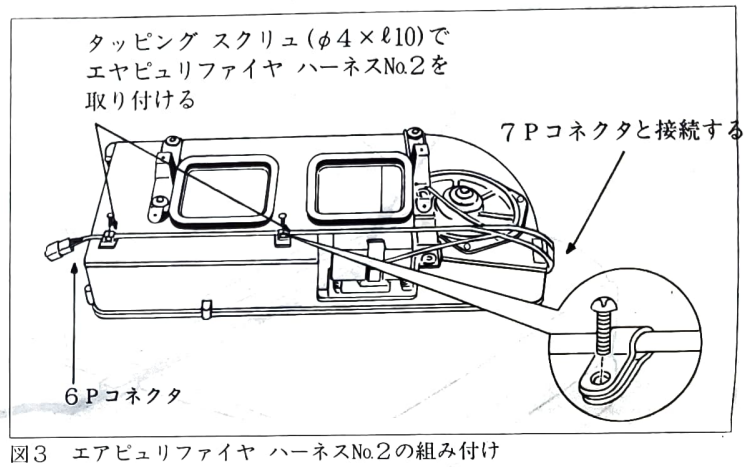

図3 エアピュリファイヤ ハーネスNo.2の組み付け
(1) 図3を参照して、本体へエアピュリファイヤ ハーネスNo.2を組み付ける。